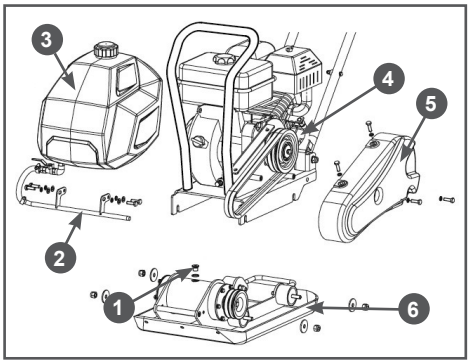

Рис. 28 Снятие рамы с двигателем
В вибратор заливается моторное масло SAE30. Полный объем масла в вибраторе составляет 130 мл. Для поддержания вибратора в рабочем состоянии необходимо менять масло в вибраторе строго в соответствии с графиком ТО. Первая замена масла в вибраторе должна быть через первые 50 часов работы виброплиты, последующие замены масла в вибраторе через каждые 100 часов работы виброплиты. Пробка 1 отверстия для слива/заправки масла в вибратор находится в верхней части вибратора (Рис. 28).
1. Открутите болты крепления и снимите кожух 5 защитный ремней (Рис. 28).
2. Открутите болты крепления трубки подачи воды к рабочей плите и снимите трубку 2 подачи воды и бак 3 для воды (Рис. 28).
3. Ослабьте гайки резиновых амортизаторов, которые соединяют раму 4 с двигателем и рабочую плиту 6 (Рис. 28).
4. Снимите ремни и отделите раму 4 с двигателем от рабочей плиты 6 (Рис. 28).
5. Очистите зону вокруг пробки отверстия для слива масла и открутите пробку 1 отверстия для слива/заправки масла (Рис. 28).